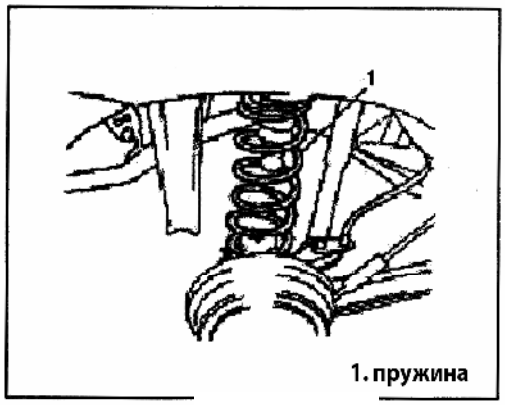

Рис. 559
7) Снимите пружину (Рис. 559).